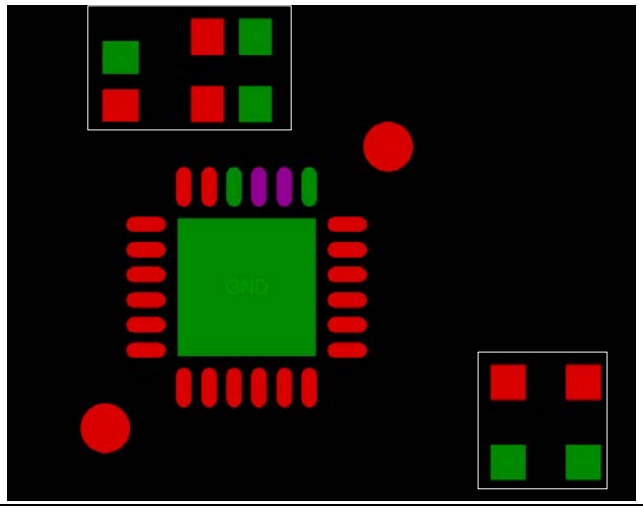

Figure 27 大容量电容器和去耦电容器的布局
- 将去耦电容器安装在靠近相应 PMG 控制器的电源引脚的位置，以过滤高频和低频噪声，如 **Figure 27** 所示。